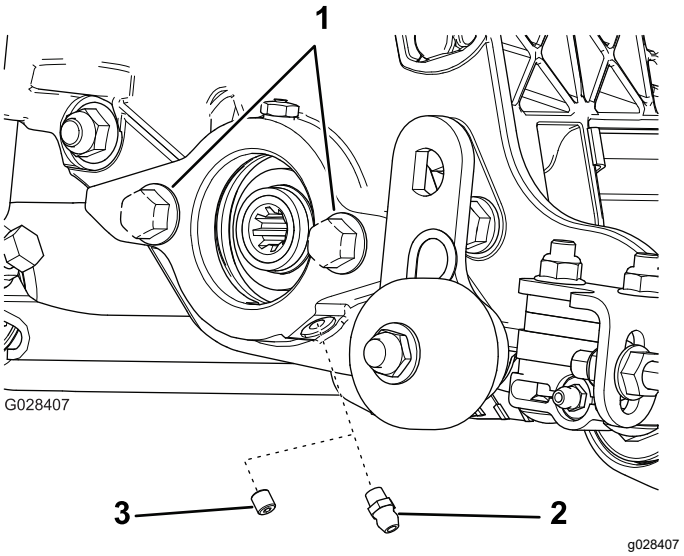

Figure 5
1. Retirez la vis d'assemblage sur la plaque latérale du moteur de cylindre (Figure 5) et mettez-la au rebut.
2. Montez les graisseurs droits (Figure 5).
4. Si la plaque latérale du moteur de cylindre ne possède pas de boulons, mettez-les en place (Figure 5).